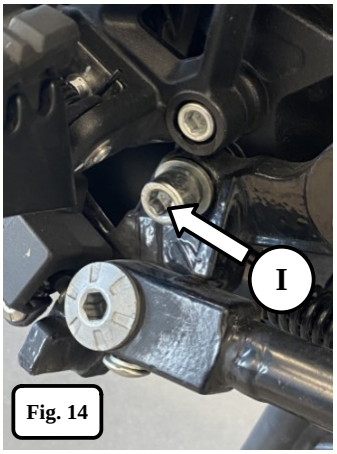
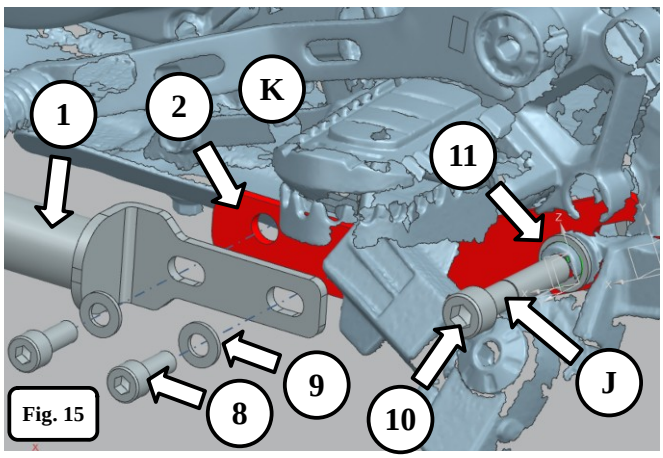
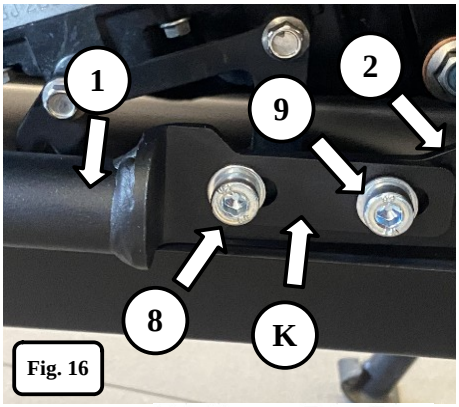

Fig. 14
Fig. 15
Fig. 16
ENG 6.(I) Remove the bolt. (J) Screw the Left Crash bar Mount (2) , with bolt (10) through washer (11). (K) Screw the Left Crash bar (1) to the mount (2) with bolts (8) , through washers 9 [Fig.14] / [Fig.15] / [Fig.16].
PL 6. (I) Odkręć śrubę. (J) Przykręć mocowanie gmol Lewy (2) , śrubą (10) przez podkładkę (11). (K) Przykręć gmol lewy (1) do mocowania (2) za pomocą śrub (8) , przez podkładki 9 [Fig.14] / [Fig.15] / [Fig.16]
DE (I) Entfernen Sie die Schraube. (J) Befestigen Sie den linken Sturzbügel (2) mit der Schraube (10) durch die Unterlegscheibe (11). (K) (1) Befestigen Sie den linken Sturzbügel (2) mit den Schrauben (8) durch die Unterlegscheiben (9) [Abb.14] / [Abb.15] / [Abb.16].